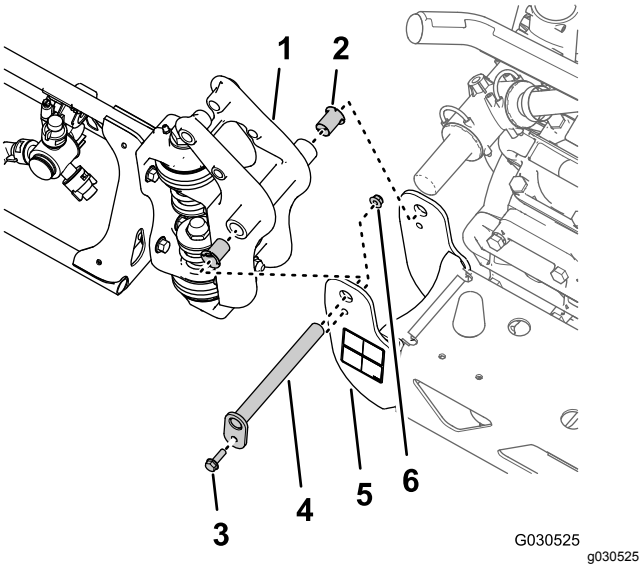

Figuur 40
1. Verwijder de flensbout (5/16 x 1") en flensborgmoer (5/16") waarmee de draaipen bevestigd is aan de draaibeugel (Figuur 40).
2. Verwijder de draaipen uit de draaibeugel van de middelste spuitboom en de draaifitting voor de buitenste spuitboom (Figuur 40).
3. Maak de buitenste spuitboom los van de middelste spuitboom en verwijder de buitenste spuitboom van de machine (Figuur 40).
4. Verwijder de 2 nylon flenslagers van de draaifitting van de buitenste spuitboom (Figuur 40).